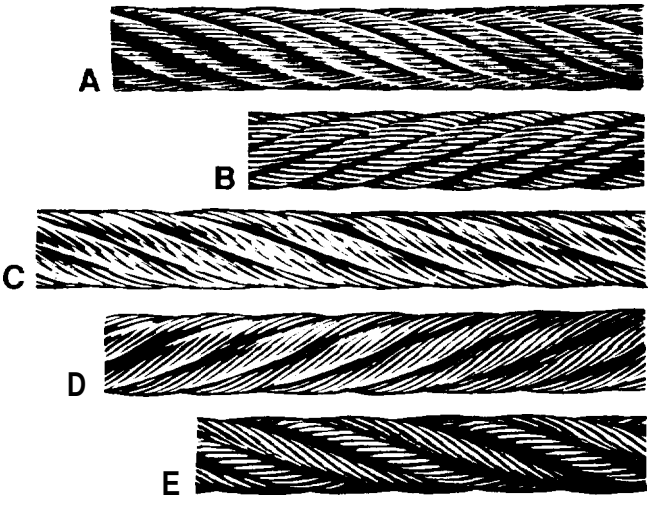

Figure 4-17.
The following illustration is a comparison of typical wire rope lays (Figure 4-17):
In Figure 4-17, illustrations (A) and (C) show strands as normally laid into the rope to the right, in a fashion similar to the threading in a right-hand bolt, Conversely, the "left lay" rope strands illustrations (B) and (D) are laid in the opposite direction.
Again in Figure 4-17, the first two illustrations (A) and (B) show regular lay ropes. Following these are the types known as lang lay ropes. Note that the wires in regular lay ropes appear to line up with the axis of the rope; in lang lay rope the wires form an angle with the axis of the rope.